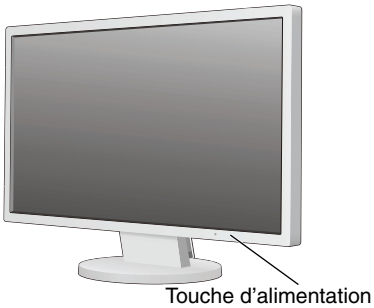

Figure D.1
5. Allumez le moniteur à l'aide de la touche d'alimentation située dans la partie inférieure, ainsi que l'ordinateur (**Figure D.1**).